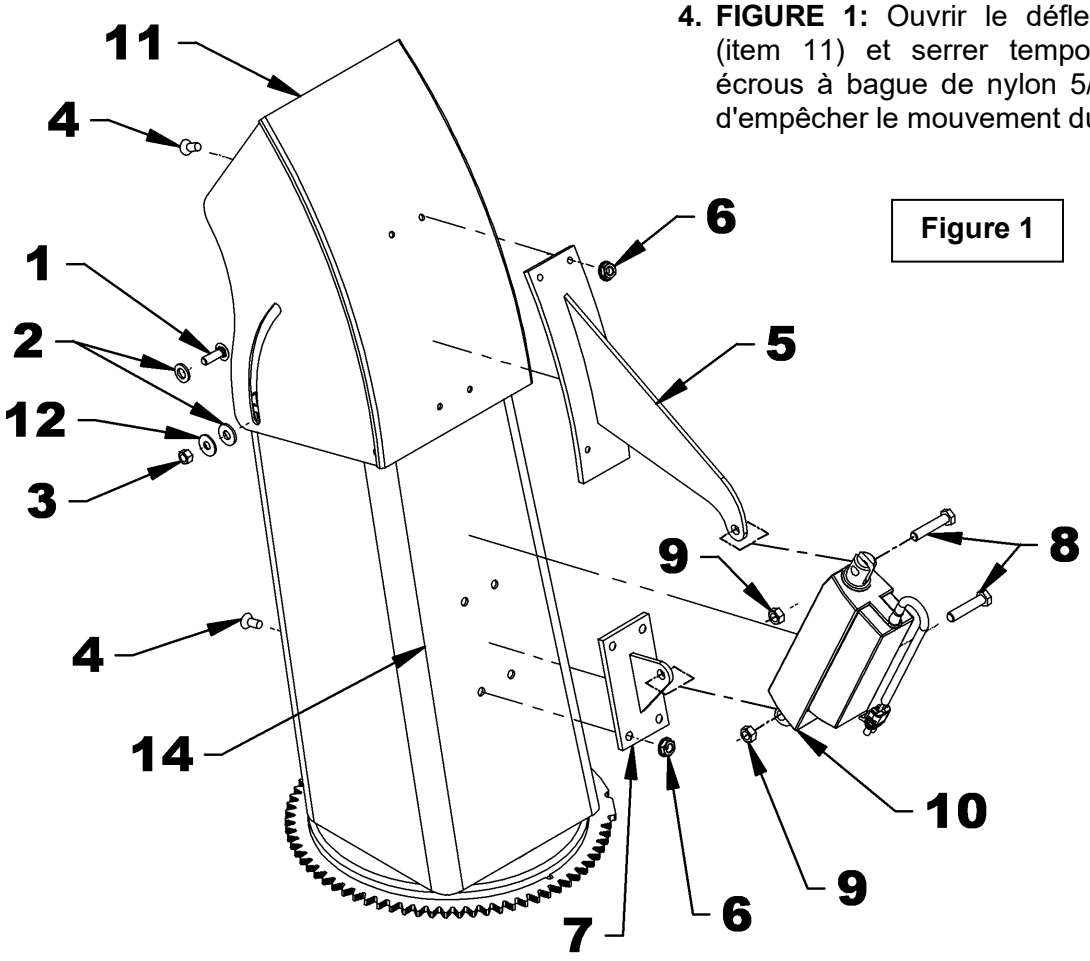

Figure 1
1. **FIGURE 1:** Retirer les deux poignées d'ajustement manuel et fixer les deux boulons à carrosserie 5/16" NC x 1" (item 1) originaux avec les rondelles de nylon originales (item 2), deux rondelles plates 5/16" (3/8" trou) (item 12) et deux écrous à bague de nylon 5/16" NC (item 3). Laisser un faible jeu (environ 1/32") entre le côté du déflecteur et la rondelle de nylon extérieure.
2. **FIGURE 1:** Placer la fixation du déflecteur (item 5) au centre du déflecteur de la chute (item 11) et aligner avec la partie du bas du déflecteur. Percer quatre trous 1/2" dans le déflecteur en utilisant la fixation comme gabarit et fixer en place avec quatre vis à tête plate à six pans creux 5/16" NC x 3/4" (item 4) et écrous à bride rainurée (item 6) plaçant la tête des vis à l'intérieur de la chute. Serrer jusqu'à ce que la tête des vis s'enfonce dans le métal.
3. **FIGURE 1:** Rétracter la tige du vérin électrique (item 10) complètement. Attacher le vérin à la fixation du déflecteur (item 5) et à la fixation de la base (item 7) avec deux boulons 3/8" NC x 1 1/2" (item 8) et deux écrous à bague de nylon 3/8"NC (item 9). Fixer sans serrer pour permettre les mouvements.
4. **FIGURE 1:** Ouvrir le déflecteur complètement (item 11) et serrer temporairement les deux écrous à bague de nylon 5/16"NC (item 3) afin d'empêcher le mouvement du déflecteur.
6. **FIGURE 1:** En utilisant la fixation de la base comme gabarit, percer quatre trous 1/2” dans le dos de la chute. Retirer le papier. Fixer la fixation de la base (item 7) en utilisant quatre vis à tête plate à six pans creux 5/16" NC x 3/4" (item 4) et écrous à bride rainurée (item 6) en plaçant la tête des vis à l’intérieur de la chute. Serrer jusqu’à ce que la tête des vis s’enfonce dans le métal.
7. **FIGURE 1:** Desserrer les deux écrous à bague de nylon 5/16"NC (item 3) et laisser un faible jeu (environ 1/32") entre le côté du déflecteur et la rondelle de nylon extérieure.